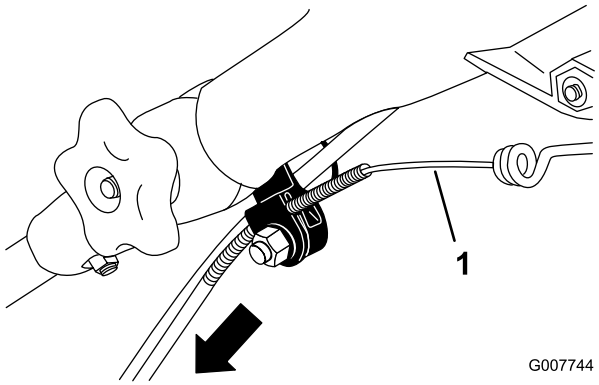

**Figur 44**
3. Dra kabelhöljet nedåt så att den exponerade kabeln sträcks (Figur 44).